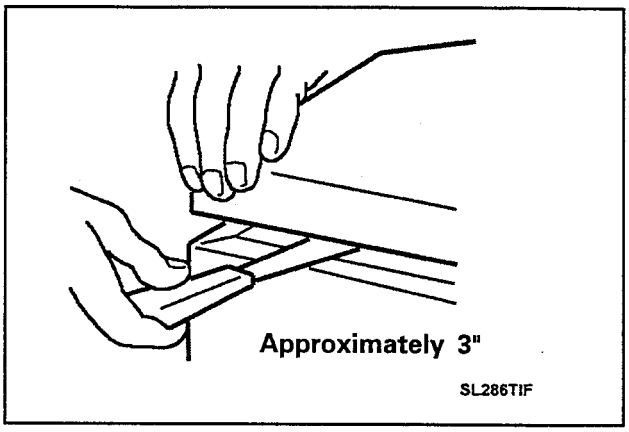

Figure 4-10
NOTE: ***The locating pins and top clips are mounted to the front panel flange on all the models (Figure 4-10).***
2. To raise the top assembly, insert a thin-bladed tool (such as a putty knife) between the front panel and top assembly approximately three (3) inches in from each corner. While raising the top assembly, depress each spring clip ***(Figure 4-10).***